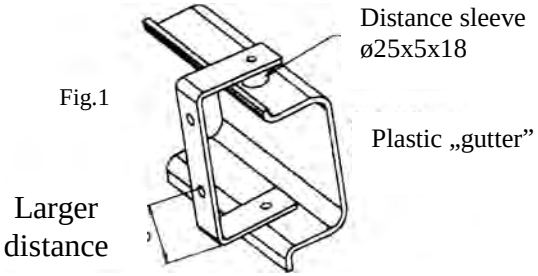

Fig.1
3. Put elements (pos. 4 and 5) to the trunk as shown in the fig. A. Hole (pos. A) put on existing hole next through hole pos. B mark points and drill it straight through.
4. On that prepared holes put distance sleeves L=68 mm (pos. 7).
- Put fish plates (pos. 4 and 5), screw using bolts M10x100mm (pos. 10), loosely, as shown in the drawing.
5. Main bar of the towbar (pos. 1) put to rear part of car and screw through holes (pos. C) using bolts M12x35mm (pos. 11).
-Through hole (pos. D) drill ø13mm and next screw using bolts M12x35mm (pos. 11).
6. Install bumper after unscrew original handles of plastic „gutter” (not used any more). In places of unscrewed handles screw handles from towbar accessories (pos. 6) use distance sleeves (pos. 8) as shown in the fig. 1.